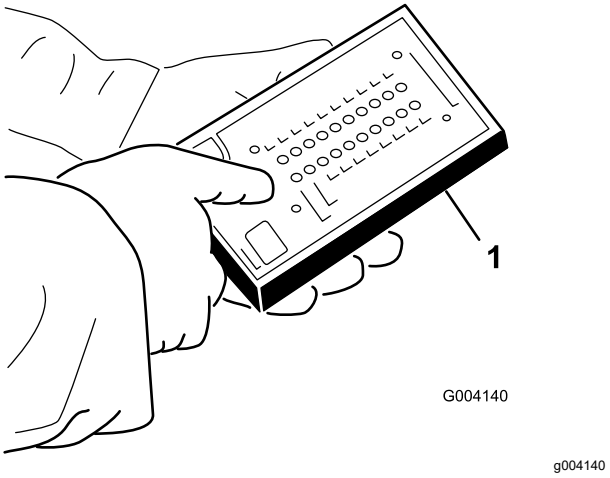

Rysunek 38
5. Podłącz złącze wyświetlacza diagnostyki ACE do złącza wiązki przewodów (Rysunek 38).